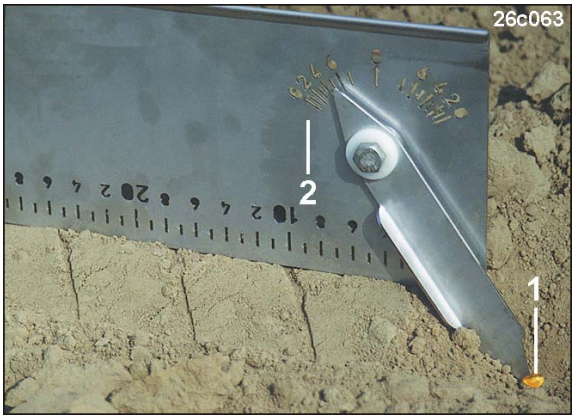

Fig. 147
3. Multiablagetester (Fig. 147) waagerecht auf den Boden stellen
4. Den Zeiger (Fig. 147/1) auf das Saatgut-Korn stellen und die Saatgutablagetiefe an der Skala (Fig. 147/2) ablesen.